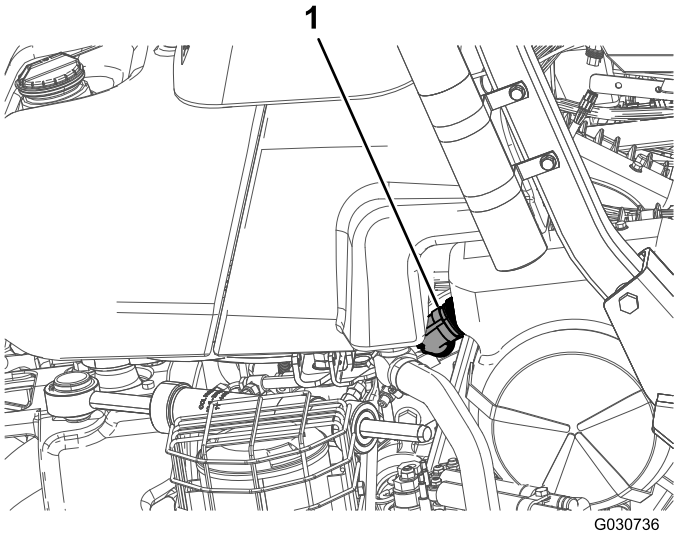

Figura 3
10. Scollegate la spina dal generatore, situato accanto al motore (Figura 3).